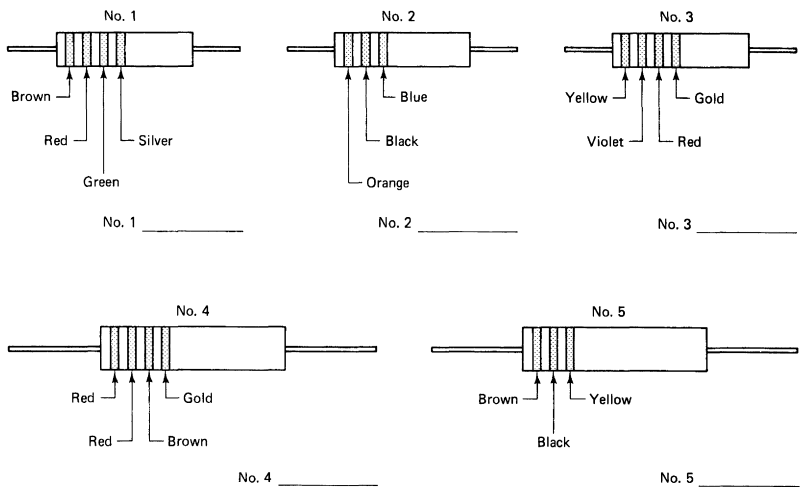

FIGURE 1-2C
4. In some instances, a fourth color is not indicated on the body of the resistor. When this condition occurs, you may automatically assume its tolerance to be 20%. Frequently no fifth color appears on the resistor. There is no accurate method of predicting failure rate without the manufacturer's specifications. In Fig. 1-2C, indicate the values of the illustrated resistors with ohmic value and tolerance.